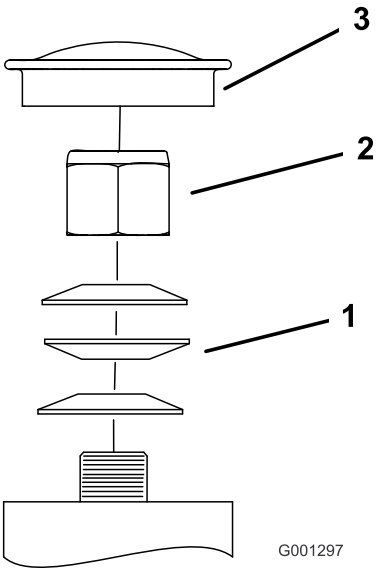

**Figur 62**
3. Ta av dammkåpan och dra åt låsmuttern (Figur 62).
4. Dra åt låsmuttern tills fjäderbrickorna är plana och släpp sedan efter 1/4 varv för att få rätt förbelastning på lagren (Figur 62).
**Viktigt: Kontrollera att fjäderbrickorna har monterats korrekt enligt Figur 62.**
5. Montera dammkåpan (Figur 62).